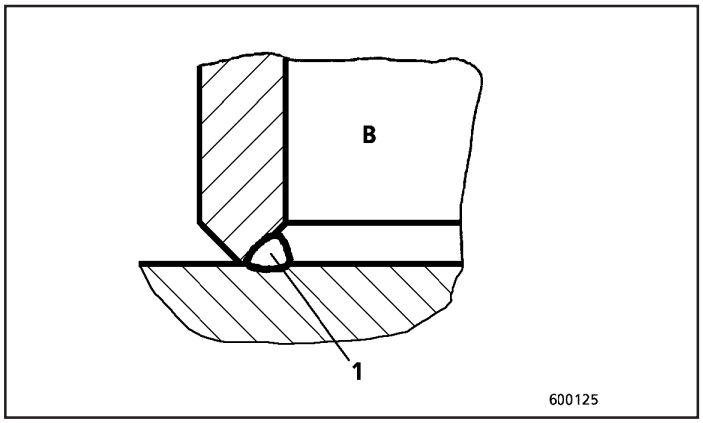

Fig.17
2. Inicie a primeira etapa de soldagem a partir do lado interno do cilindro (Fig. 17).